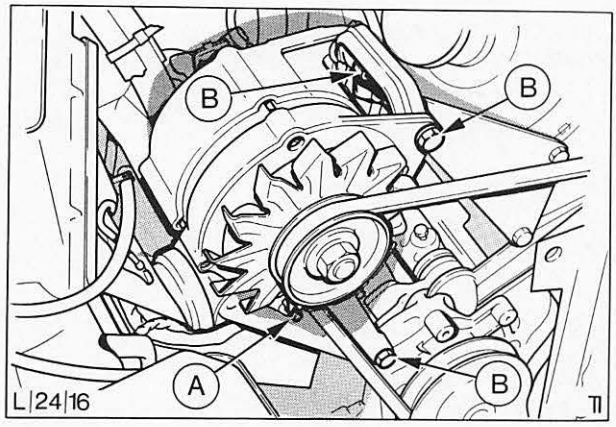

Abb. 52 V4-Motor
3. Einstell- und Befestigungsschrauben der Lichtmaschine lösen, Lichtmaschine zum Motor hin schwenken und Keilriemen durch Drehen der Lüfterflügel von der Riemenscheibe der Lichtmaschine abdrücken. Abb. 52.